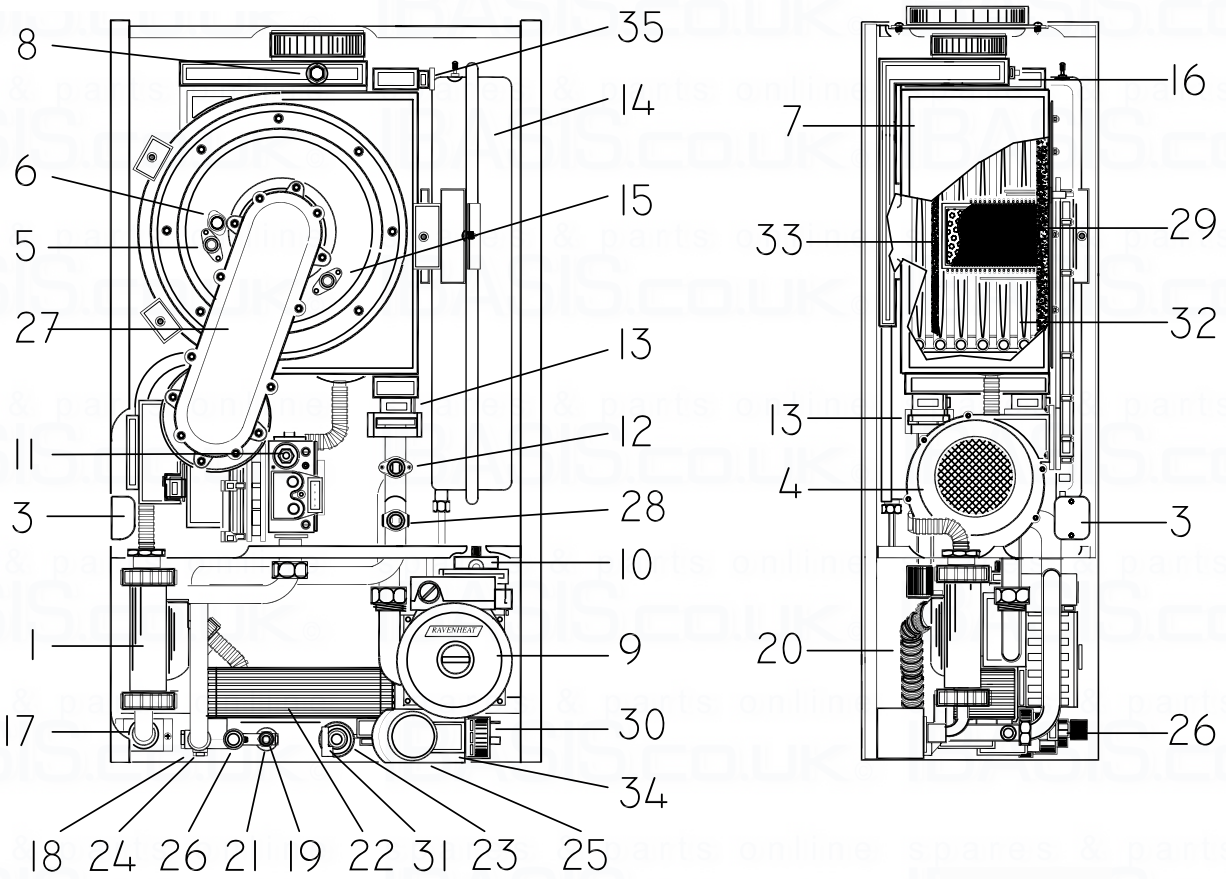

Fig. 1
BASIC COMPONENTS - (See figure 1).
1.2 Fig.1 Illustrates the general layout of components.